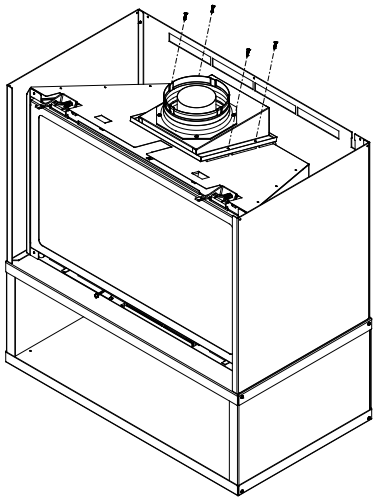

Figure 6.17
17. Install the top adapter assembly by setting on top of the adapter gasket and attaching with (4) #8 x ¾" screws provided. See Figure 6.17.